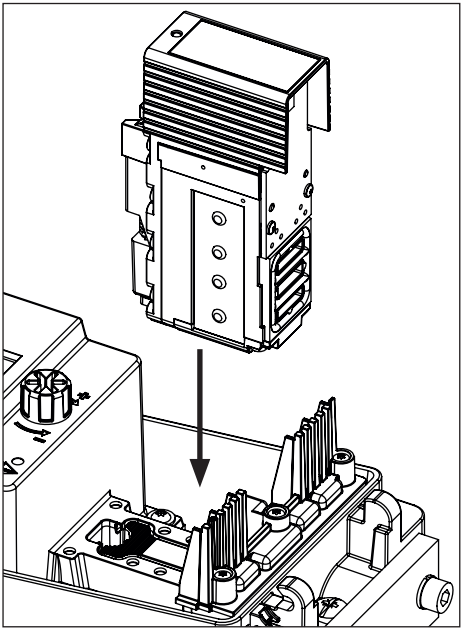

Bild 30: *Einsetzen/Tauschen des Pneumatikmoduls*
4. Modul nach Bild 30 einsetzen. Dabei das Modul in Richtung Display drücken und am Klemmkeil entlang einführen.